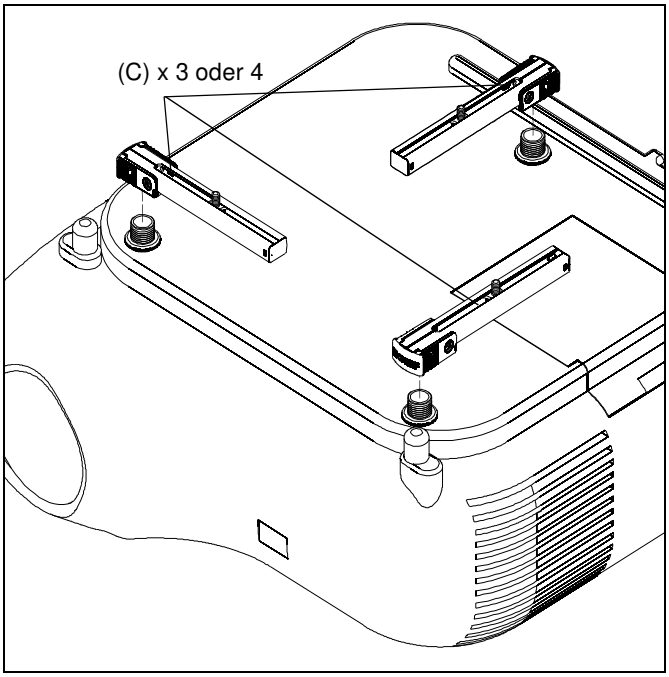

Abb. 4
4. Platzieren Sie die SSBU/SSMU-Beine (C) über den Schraubadaptern mit den Höheneinstellmuttern. (Siehe Abb. 4)